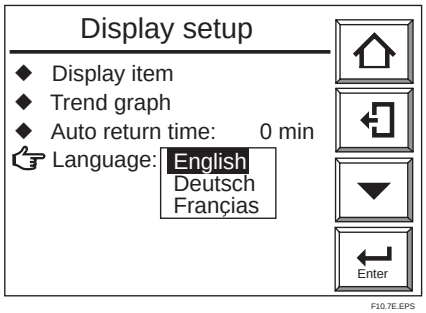

Figure 10.7 Display Setup Display
(1) Select the Setup key from the basic panel display to display the Execution/Setup display. Then select Maintenance from the Execution/Setup display.
(2) Select the Display setup from the Maintenance display.
(3) Select Language from the Display setup display. The language selection display as shown in Figure 10.7 then appears.